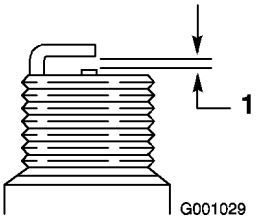

Bild 53
4. Stellen Sie den Abstand der Elektroden an der neuen Zündkerze auf 0,76 mm (Bild 53).